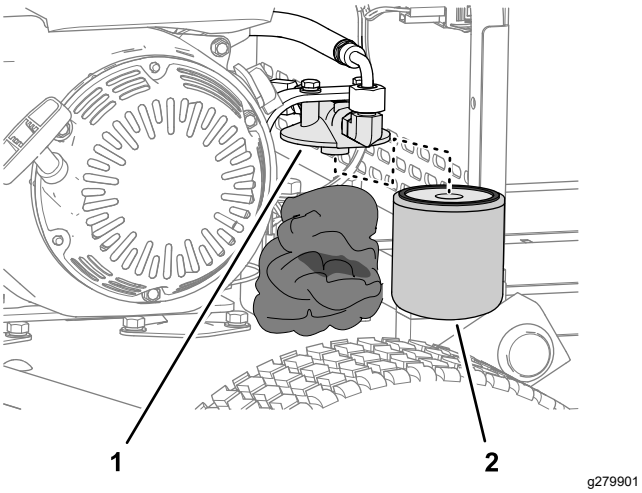

Figur 37
2. Pak klude under hydraulikfilteret (Figur 37).
3. Fjern forsigtigt hydraulikfilteret (Figur 37).
5. Monter filteret på filterhovedet ved håndkraft (Figur 37), indtil pakningen kommer i berøring med filterhovedet, og spænd derefter filteret en yderligere ¾ omgang.